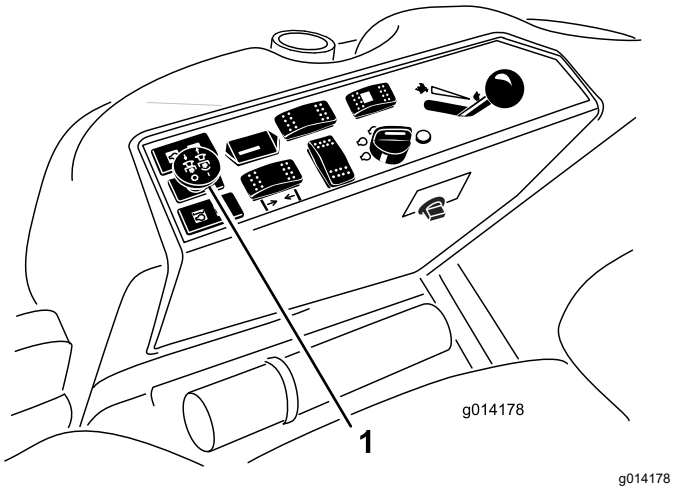

Figur 25
3. Dra upp kraftuttagsbrytaren för att koppla in den (Figur 25).